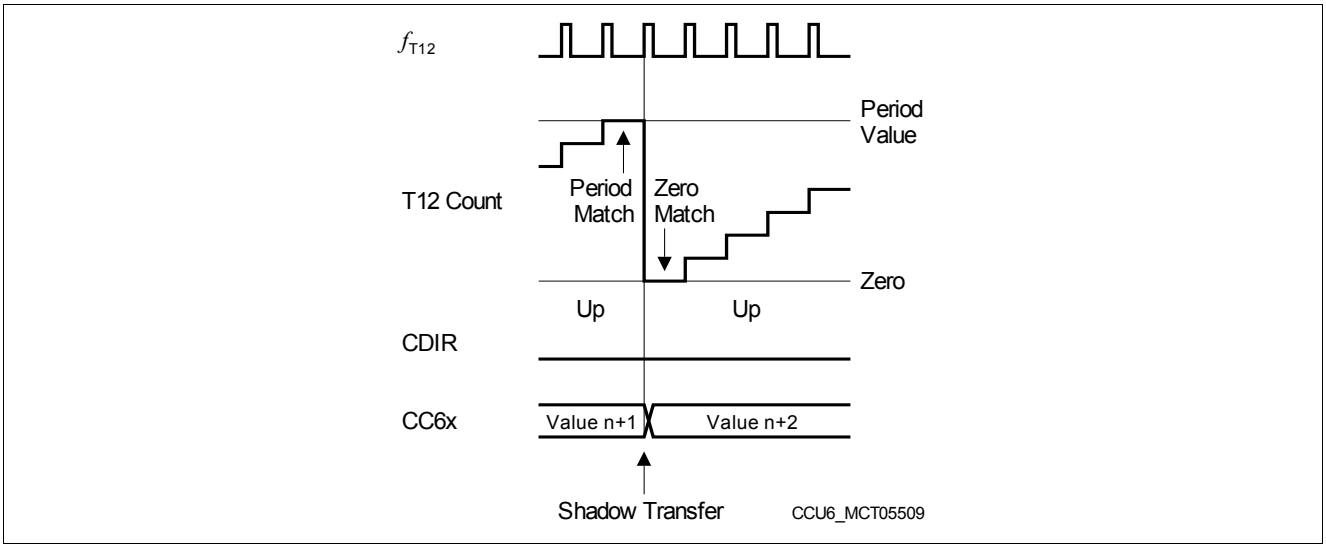
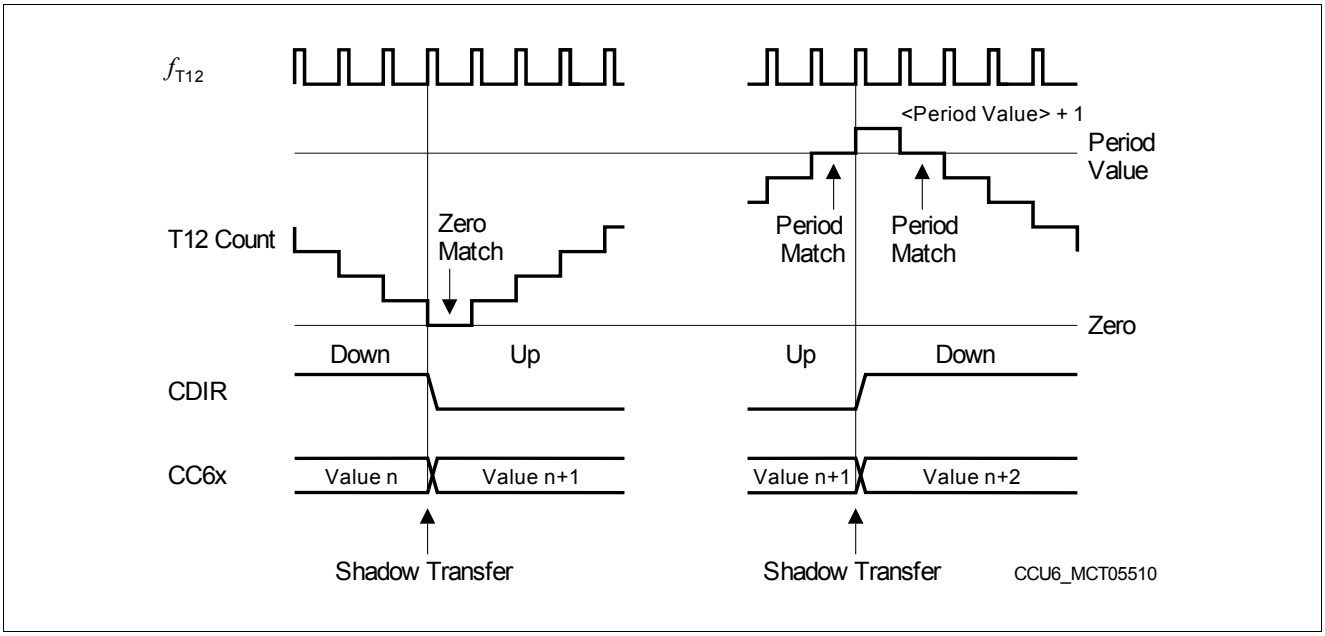
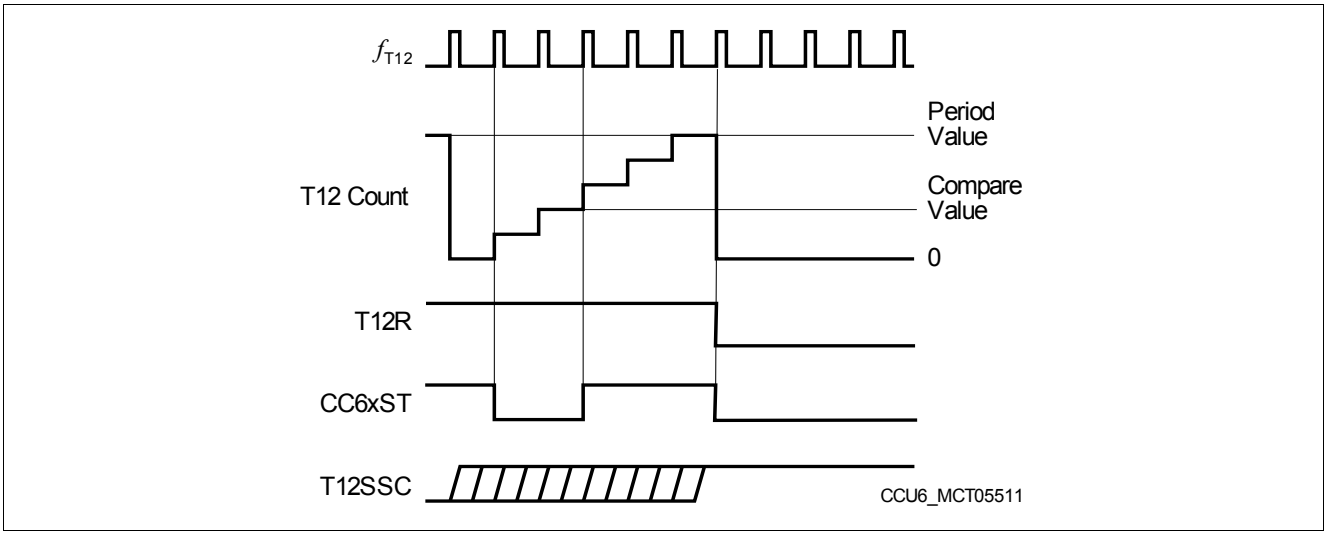
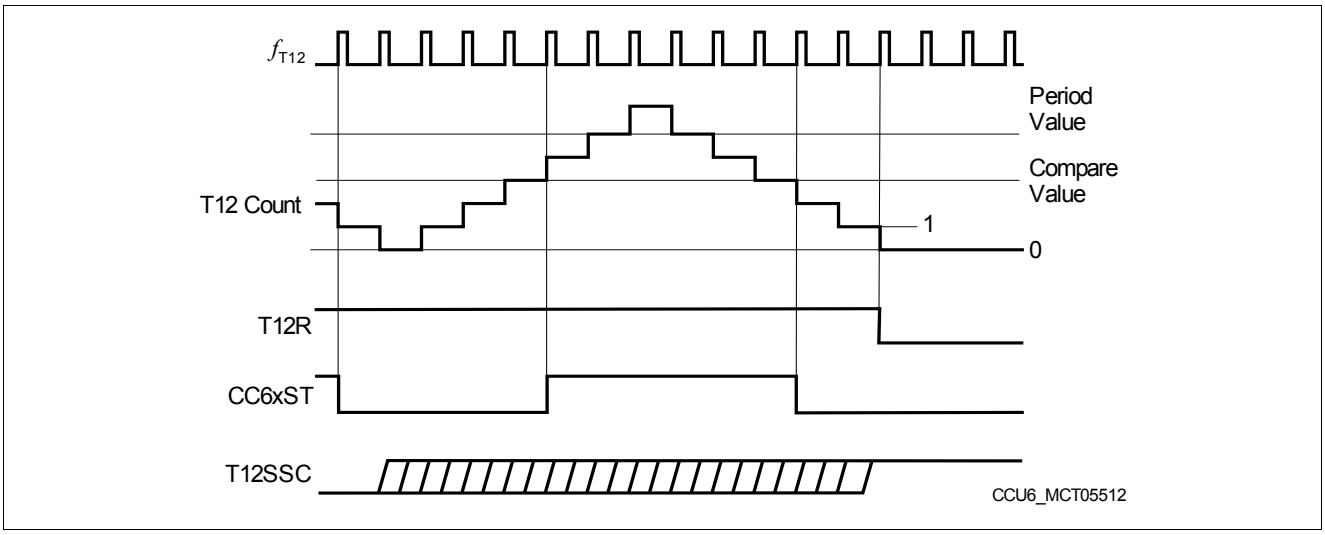

Figure 125 T12 Operation in Edge-Aligned Mode
Figure 126 T12 Operation in Center-Aligned Mode
Figure 127 Single-Shot Operation in Edge-Aligned Mode
Figure 128 Single-Shot Operation in Center-Aligned Mode
The basic operating mode of T12, either Edge-Aligned mode (**Figure 125**) or Center-Aligned mode (**Figure 126**), is selected via bit CTM. A Single-Shot control bit, T12SSC, enables an automatic stop of the timer when the current counting period is finished (see **Figure 127** and **Figure 128**).
*Note: Bit CDIR changes with the next timer clock event after the one-match or the period-match. Therefore, the timer continues counting in the previous direction for one cycle before actually changing its direction (see **Figure 126**).*
In Edge-Aligned mode, T12R is cleared when the timer becomes zero after having reached the period value (see **Figure 127**).
In Center-Aligned mode, the period is finished when the timer has counted down to zero (one clock cycle after the one-match while counting down, see **Figure 128**).